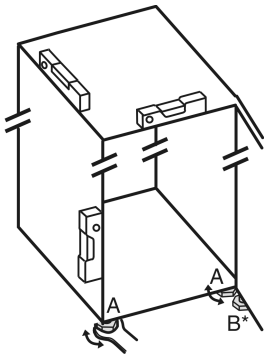

Fig. 25
▶ Unscrew the adjustable feet *Fig. 25 (A)* using the enclosed open-end spanner and a spirit level until the appliance is firmly aligned and level.
▶ Unscrew the adjustable foot *Fig. 25 (B)* on the swap bearing block with the enclosed open-end spanner until it rests on the floor.
▶ Turn the adjustable foot *Fig. 25 (B)* 90° further.